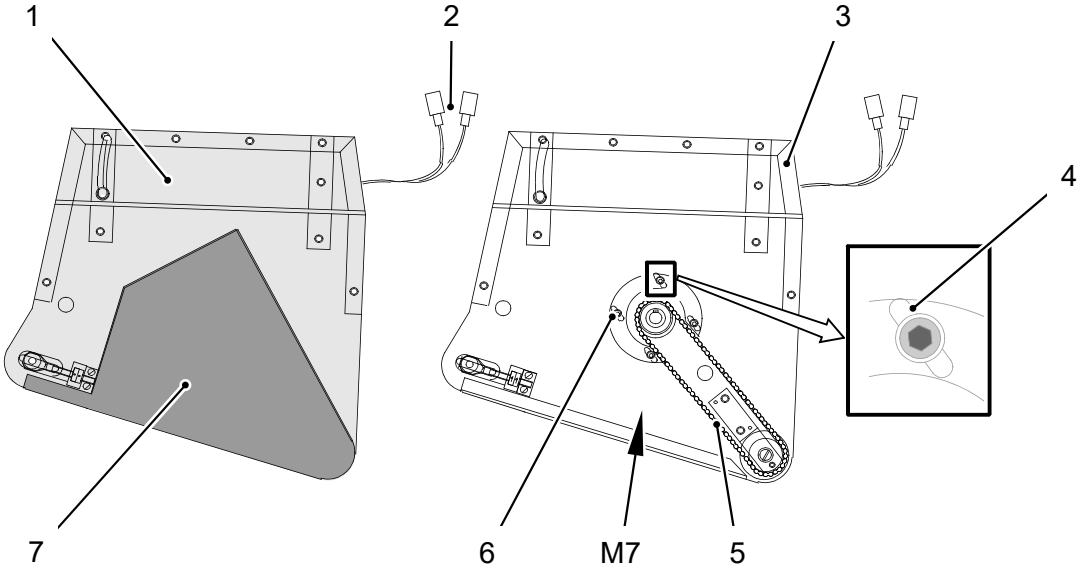

Fig. 64 Tensioning the pre-compactor-chain (0592_K100HWR.z.00033.00.cgm)
6. Pull motor *(Fig. 64-M3)* upwards in the slots *(Fig. 64-4)* to tension the drive chain *(Fig. 64-5)* of the compacting belt.